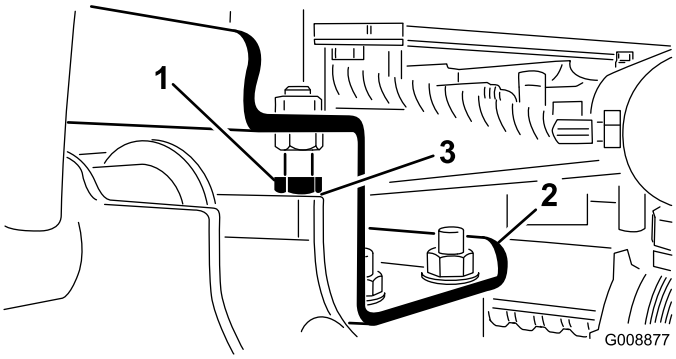

Figur 12
A. Drej stopboltene tilbage (Figur 12).
2. Kontroller, at afstanden mellem hver løftearm og stopbolt er 0,13-1,02 mm (Figur 12). Hvis afstanden ikke ligger inden for dette område, skal stopboltene justeres for at opnå afstanden.